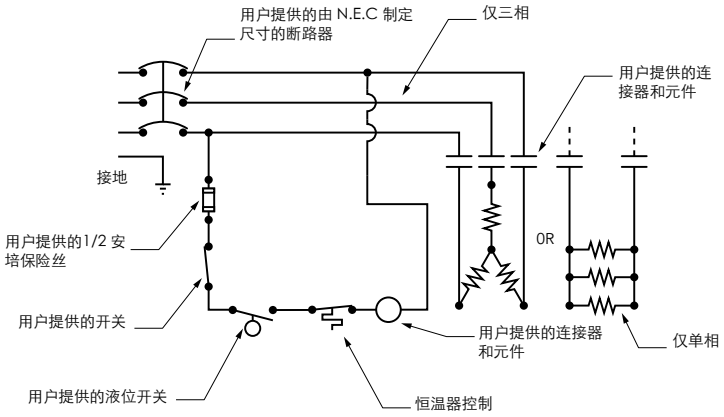

图 7。显示带控制回路的元件连接器的接线原理图。该原理图适用于额定电压不超过 240 V 的三相加热器。
- 必须使用用户提供的连接器来完成您的加热器安装。见图 7。